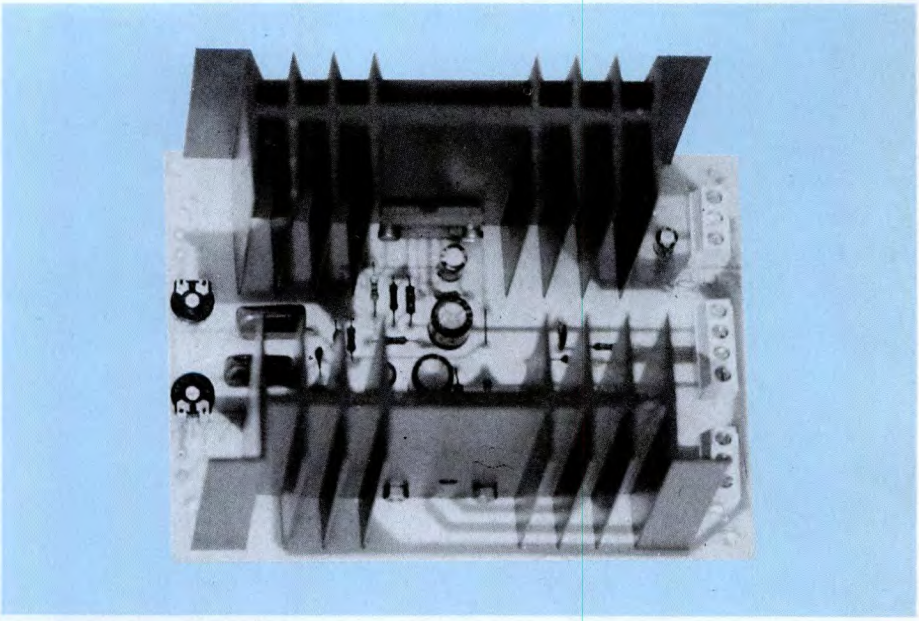

Figura 1. Schema elettrico dell'amplificatore stereo da 50 W per canale.
7. Nella miniaturizzazione dei componenti, la struttura disegnata in figura 1 nella zona X, presenta la configurazione di: